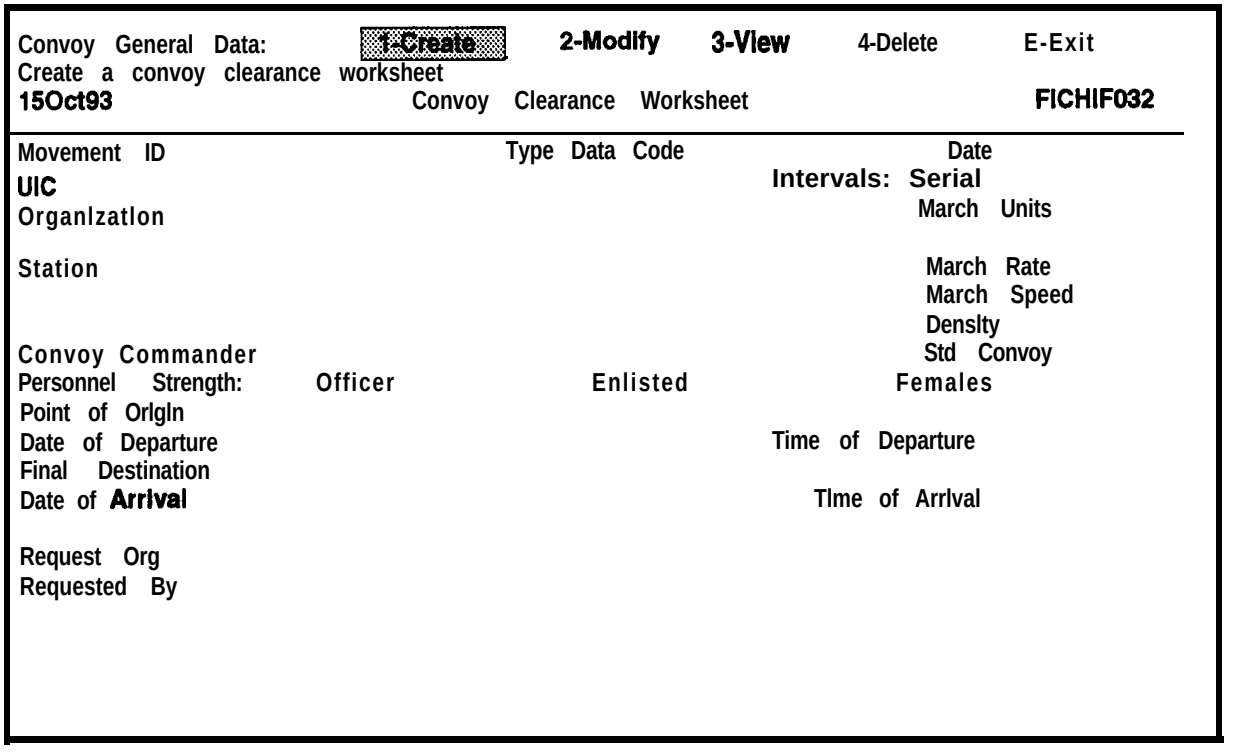

Figure 7-5. Convoy Clearance Worksheet Screen
c. Select **Convoy Clearance Worksheet** from the Convoy Clearance menu to display the Convoy Clearance Worksheet screen as shown in Figure 7-5.